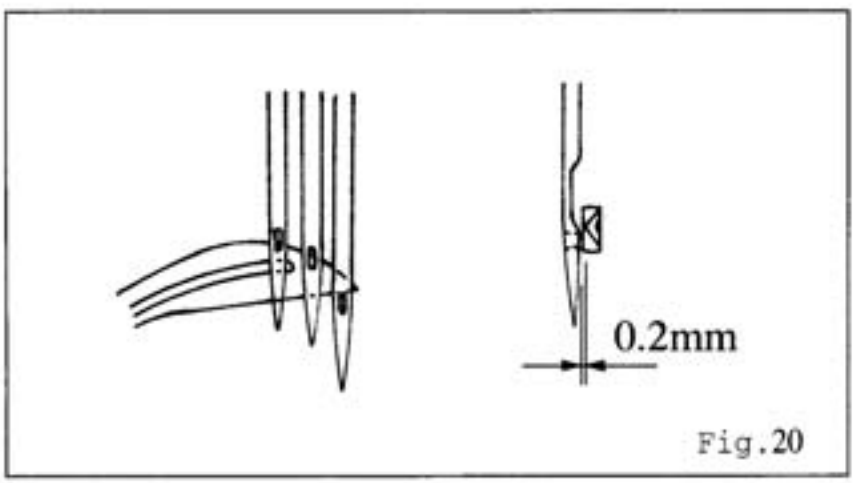

Fig.20
2. 当勾针前进通过右针超过0.1mm时，勾针底端与针孔上沿接触(图20),而此时勾针与针的间隙为0.2mm。（图20）
2. When the tip of Looper passes behind the right needle over 0.1mm, the bottom of Lopper hole touch with the top of right needle hole, the clearcance between them should be 0.2mm. (Fig 20)